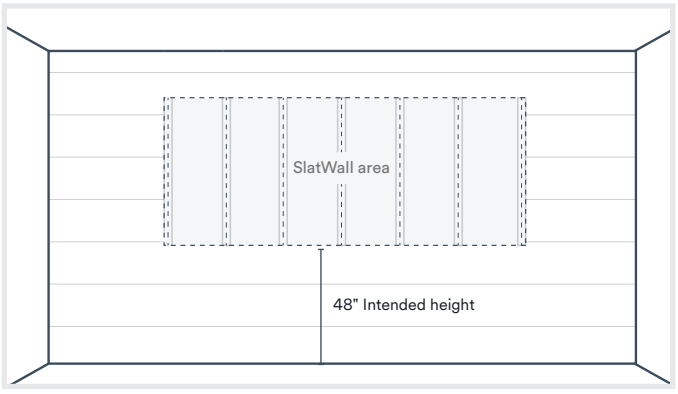

Fig. 24
a. The distance from the floor to the bottom of the first SlatWall panel is an even increment of 16" (the width of the exposed face of Wall&CeilingBoard panels). The resulting connection between SlatWall and Wall&CeilingBoard is shown below (Fig. 24).